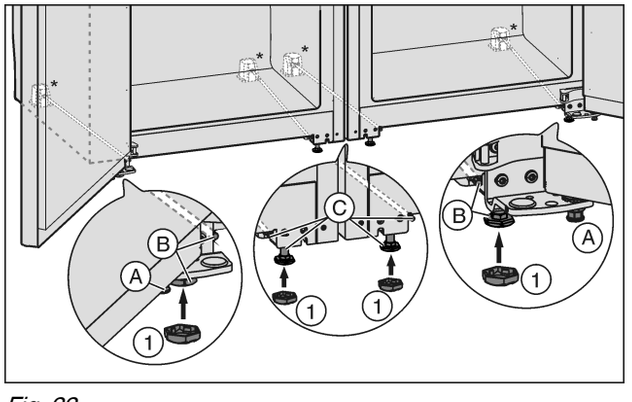

*Fig. 22*
▶ Dado el caso, enrosque totalmente las patas de ajuste *Fig. 22 (A)* delanteras de ambos aparatos para que no haya contacto con el suelo.
▶ Coloque tapones *Fig. 22 (1)* en las cuatro patas de ajuste delanteras.
▶ Enrosque las patas de ajuste intermedias *Fig. 22 (C)* para que no haya contacto con el suelo.
▶ Alinee el combinado con las patas de ajuste exteriores *Fig. 22 (B)*.
▶ Vuelva a bajar las patas de ajuste intermedias *Fig. 22 (C)* hasta que toquen el suelo.
▶ Después, apoyar la puerta: Baje las patas de ajuste *Fig. 22 (A)* en el soporte de cojinete hasta que descansen sobre el suelo; a continuación, gire otros 90°.